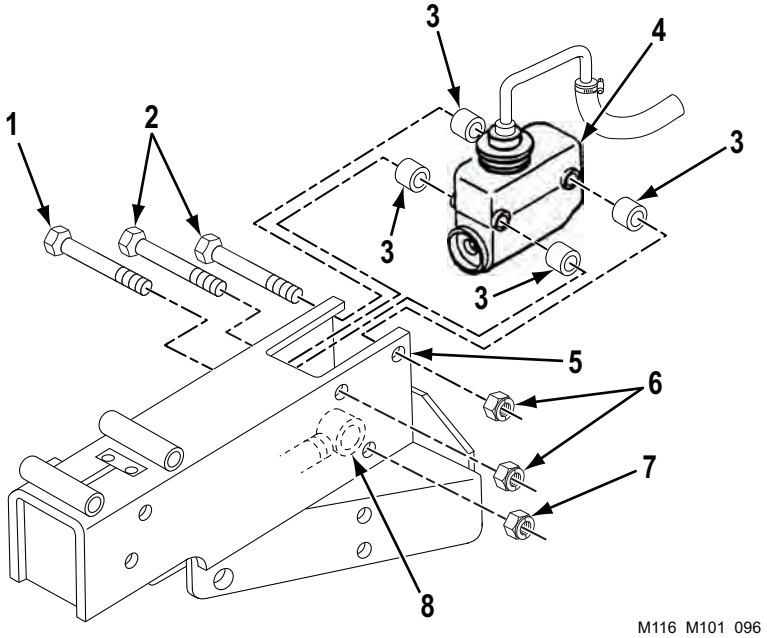

Figure 10. Master Cylinder Assembly.
9. Install other end of shock absorber (Figure 10, Item 8) on channel (Figure 10, Item 5) with cap screw (Figure 10, Item 1) and new self-locking nut (Figure 10, Item 7). Torque self-locking nut (Figure 10, Item 7) between 20 – 25 lb-ft (27 – 34 N•m).
10. Position master cylinder (Figure 10, Item 4) and four spacers (Figure 10, Item 3) in channel (Figure 10, Item 5) with boot engaged in pushrod. Install two cap screws (Figure 10, Item 2) and new self-locking nuts (Figure 10, Item 6) on master cylinder (Figure 10, Item 4). Torque self-locking nuts (Figure 10, Item 6) between 10 – 15 lb-ft (14 – 20 N•m).
(WP 0091, Figure 10, Item 13)
Gasket (WP 0091, Figure 10, Item 35)
Gasket (WP 0091, Figure 10, Item 38)